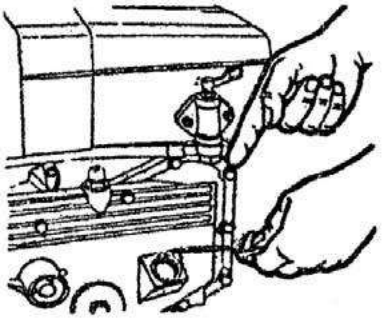

рис.1
2. Проверьте масляным щупом уровень масла. Уровень масла должен находиться между верхней и нижней отметкой щупа (рис.1). Уровень масла выше верхней отметки приведет к разогреву масла и даже к выходу двигателя из-под контроля. Уровень масла ниже нижней отметки приведет к плавлению корпусов подшипников. После проверки уровня масла затяните крышку масляного фильтра.